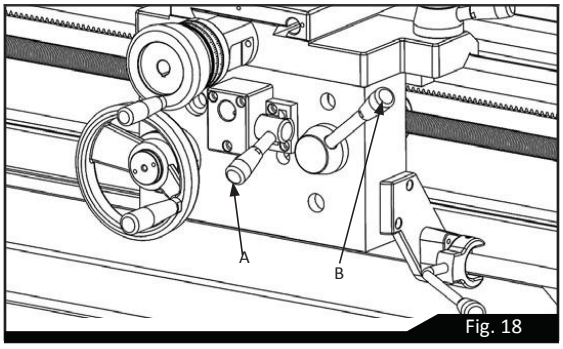

Fig. 18
La contre-poupée peut être décalée pour la production de cônes peu profonds ou pour un nouvel alignement. Libérez le levier de serrage (A) et réglez les vis (S) sur chaque côté de la base pour déplacer la contre-poupée latéralement le long de la base. Une indication de décalage est indiquée par la marque avec données (C) sur la face d'extrémité de la contre-poupée, comme indiqué dans la Figure 18. Actionnez le levier de serrage après réglage.